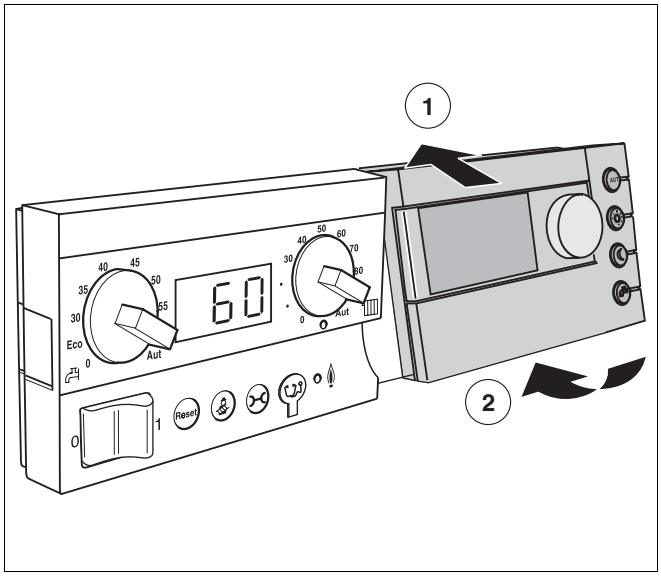

Rys. 35 Zakładanie modułu obsługowego RC30
- Wczepić moduł obsługowy RC30 przy górnej krawędzi płyty głównej w kierunku oznaczonym strzałką (rys. 35, **poz. 1**).
- Docisnąć moduł obsługowy RC30 lekko do tyłu w kierunku wskazywanym przez strzałkę w taki sposób, aby się zatrzasnął (rys. 35, **poz. 2**).